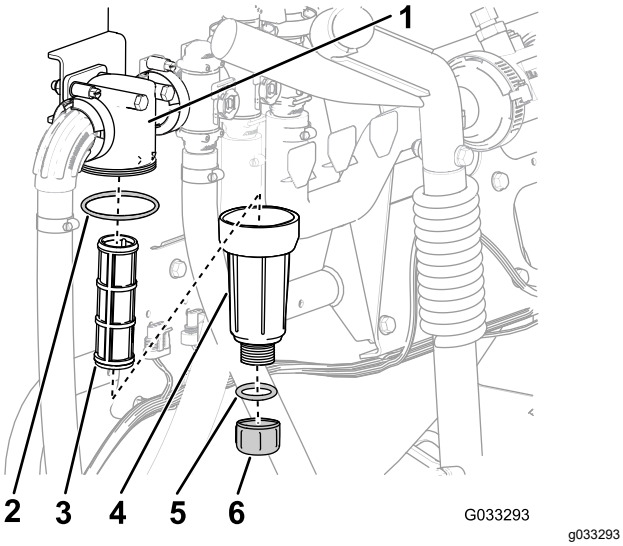

Figur 31
2. Anbring en dræningsbakke under trykfilteret (Figur 31).
3. Drej aftapningsdækslet mod urets retning, og tag det ud af trykfilterets skål (Figur 31).
4. Drej skålen mod urets retning, og fjern filterhovedet (Figur 31).
5. Fjern trykfilterelementet (Figur 31).
7. Kontroller aftapningsproppens pakning (inden i skålen) og skålens pakning (inden i filterhovedet) for skader og slid (Figur 31).
8. Monter trykfilterelementet i filterhovedet (Figur 31).
9. Monter skålen på filterhovedet, og stram med hånden (Figur 31).
10. Monter aftapningsdækslet på fittingen i bunden af skålen, og stram dækslet med hånden (Figur 31).